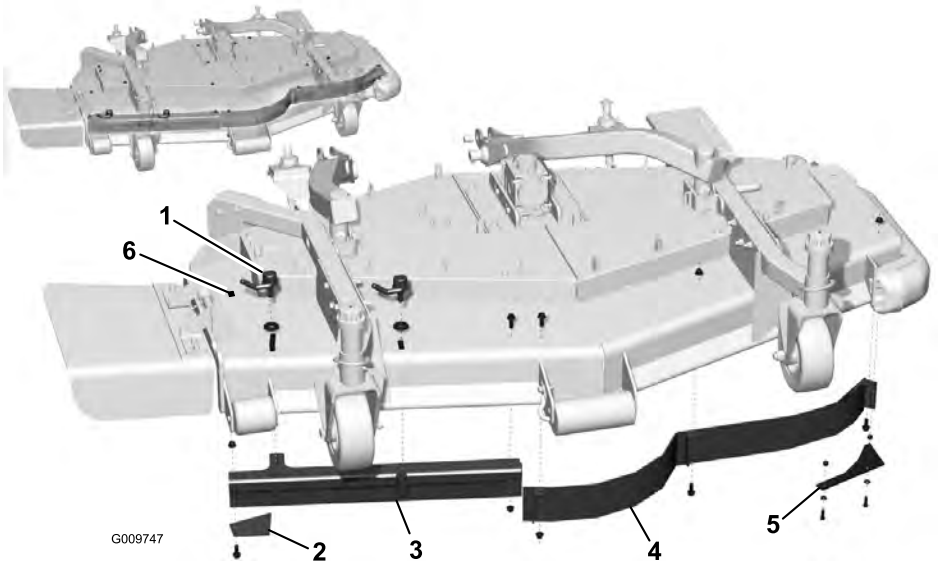

Figure 1
1. Déposez les leviers ou les boulons, les rondelles et les écrous du déflecteur de débit réglable (Figure 1).
2. Enlevez les boulons et écrous de fixation du déflecteur d'éjection, du déflecteur avant et de la plaque "turbo" (Figure 1).
3. Remettez le boulon et l'écrou intérieurs dans le trou carré du plateau après avoir déposé le déflecteur d'éjection (Figure 1).